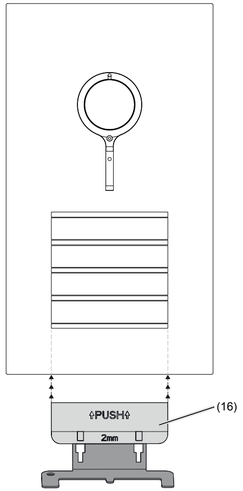

Bild 18: Öffnen der Türstation
- Öffnungswerkzeug (16) unten mittig ansetzen und nach oben drücken (Bild 18).